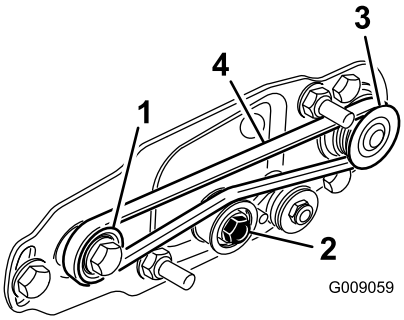

Figuur 25
- Leg de riem rond de **aangedreven** poelie en vervolgens over de bovenzijde van de spanpoelie (Figuur 25).
- Begin de riem aan te brengen op de **aandrijf**poelie (Figuur 25).